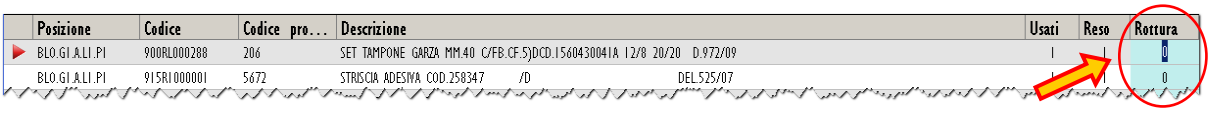

Fig 250
- Click the “Waste” cell on the row corresponding to the resource to be wasted (Fig 250).